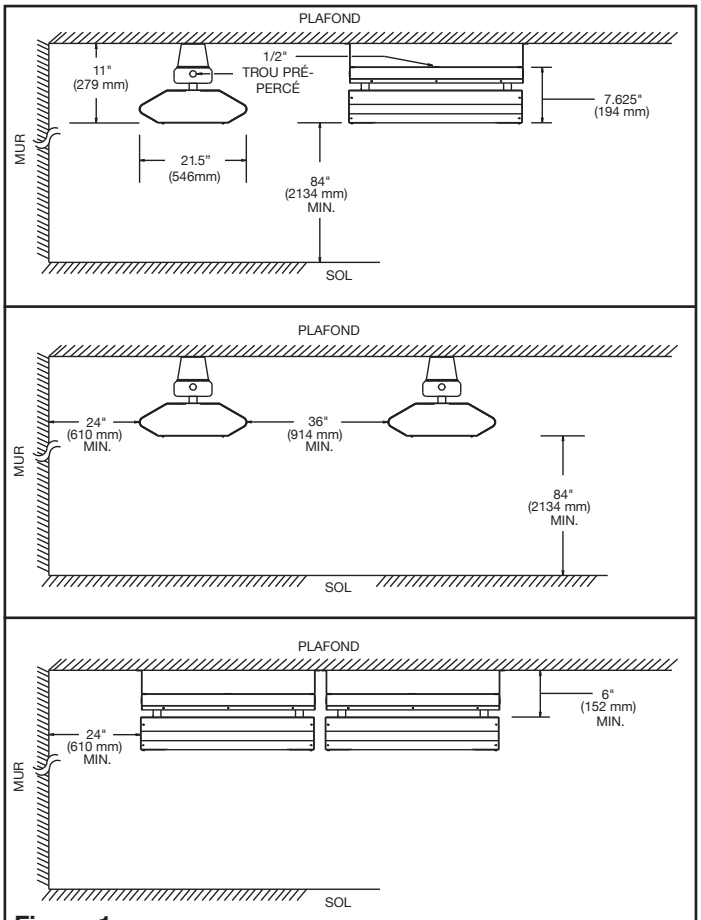

Figure 1
5. Vous devez respecter les distances minimum indiquées sur la Figure 1. Maintenez les substances combustibles comme les cartons, les caisses, etc., loin du radiateur.
Limitations de montage : Référez-vous à la figure 1 pour les limitations de montage. Observez les dimensions minimum par rapport au plafond, aux murs, au sol, et aux matériaux combustibles.